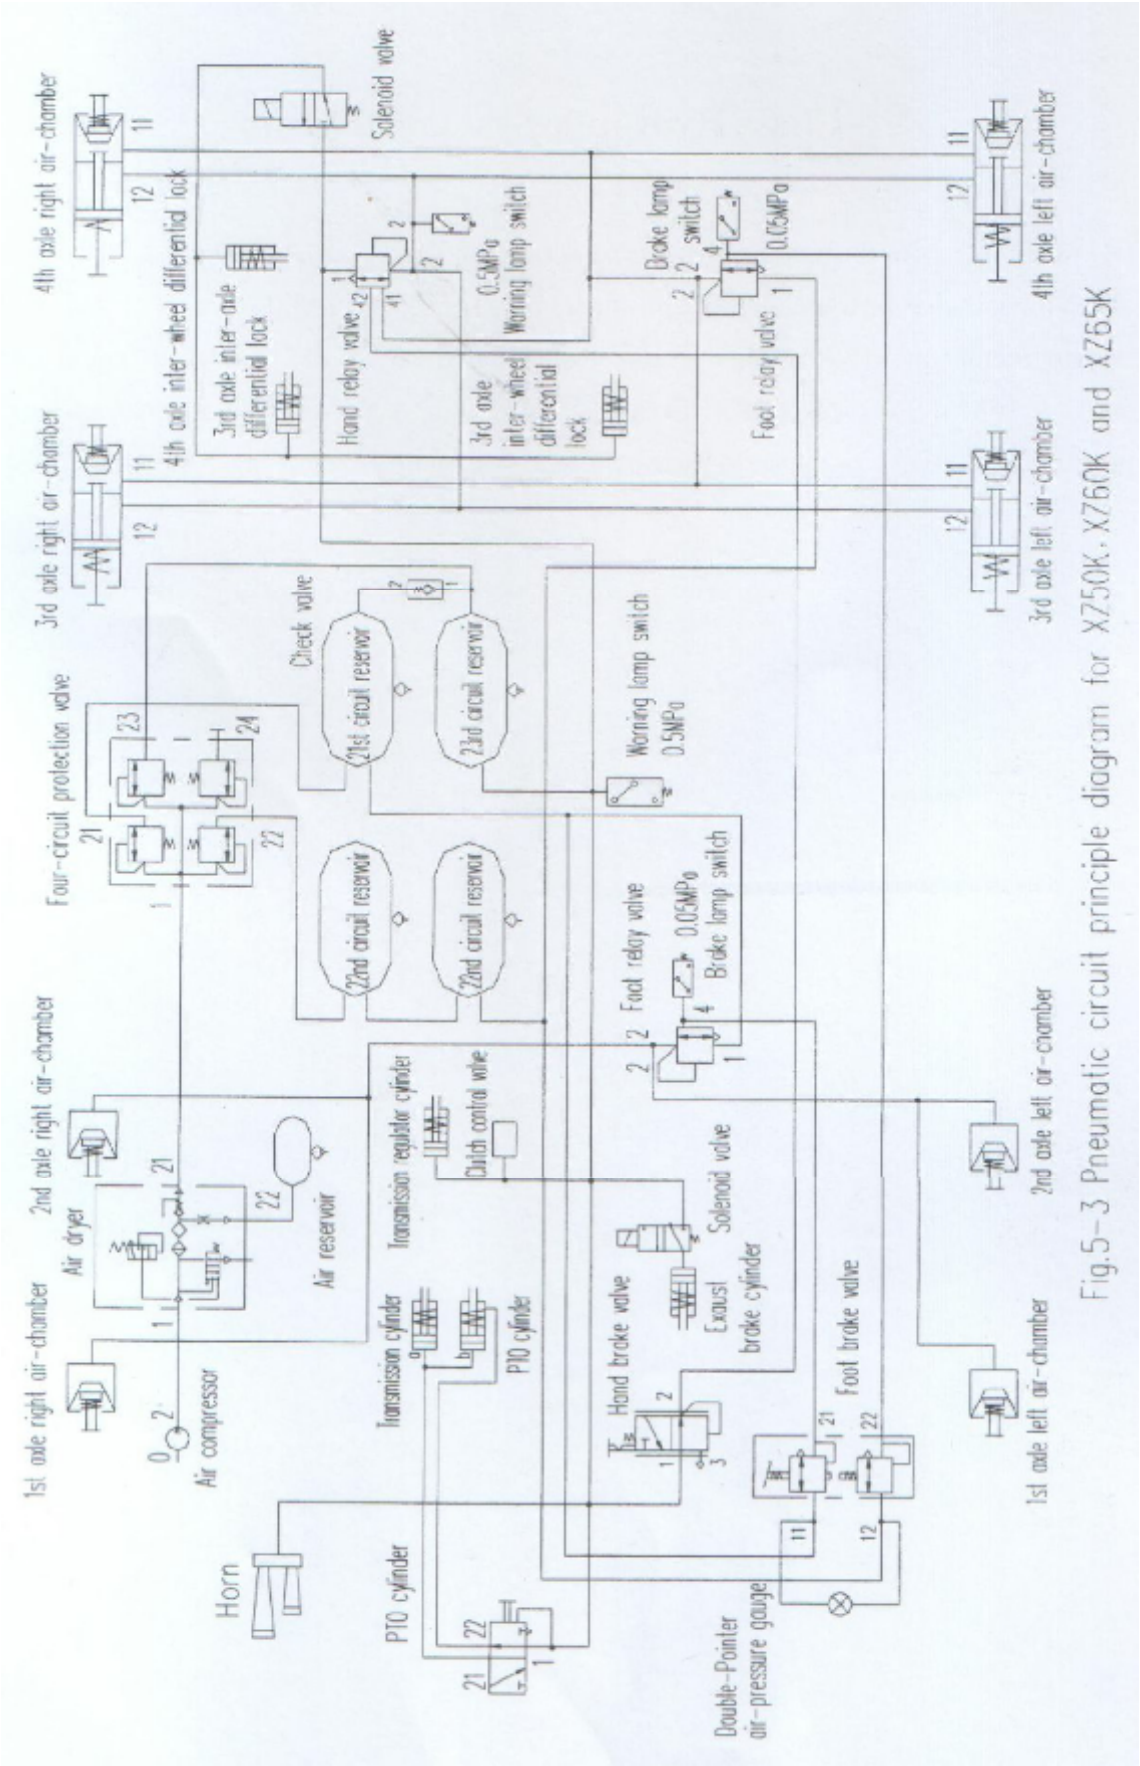

Fig.5-3 Pneumatic circuit principle diagram for XZ50K, XZ60K and XZ65K
5. Fig. 5-3 é para o chassi do XZ50K, XZ60K e XZ65K.